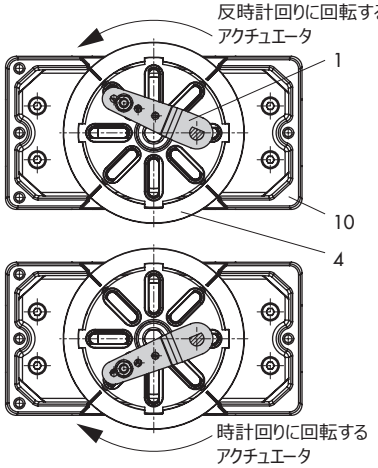

図 14: 回転方向
9. ポジショナをアダプタプレートと一緒にハウジング（10）上に配置し、しっかりとねじ込みます。アクチュエータの回転方向を考慮に入れ、フォロワピンを使用して正しい溝にはまるようにレバー（1）を調節します（図 14）。